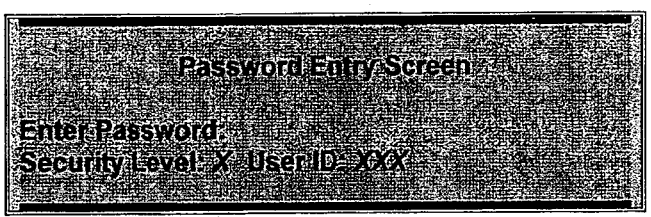

Figure 5
1. Press "Password" keypad switch. Figure 5 is now displayed.